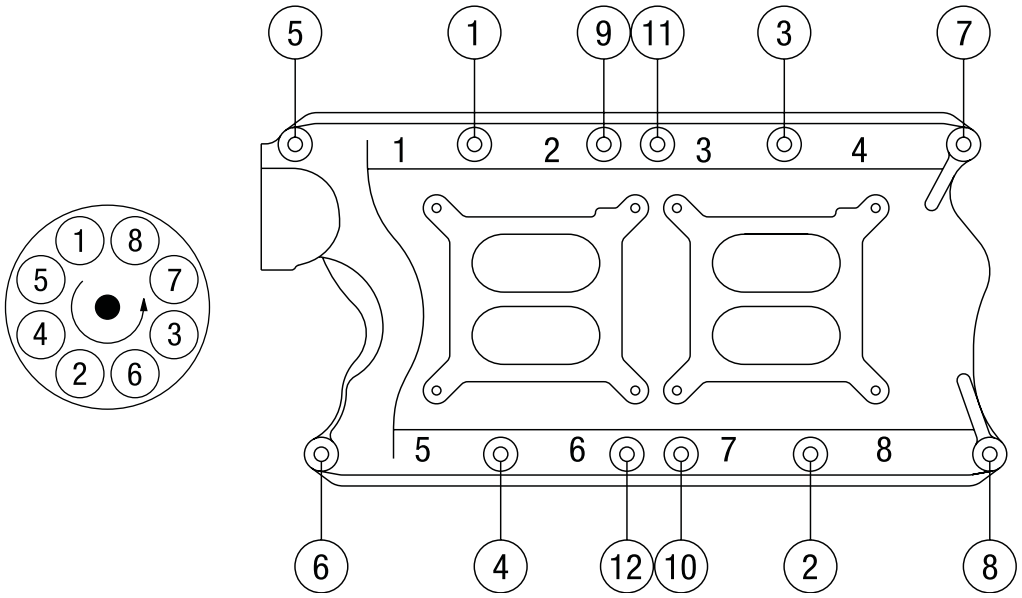

Figure 2 - Intake Manifold Tightening Sequence
5. Install the intake manifold and hold-down bolts. On early model heads, there is no support underneath manifold bolts 5, 6, 7 and 8. Hand tighten these ONLY, using a 6" box end wrench being careful not to damage the manifold. Torque the remaining manifold bolts in two steps by the sequence shown in ***Figure 2*** to 18-20 ft/lbs.
6. See ***Figure 2*** for Firing Order and Cylinder Numbering.